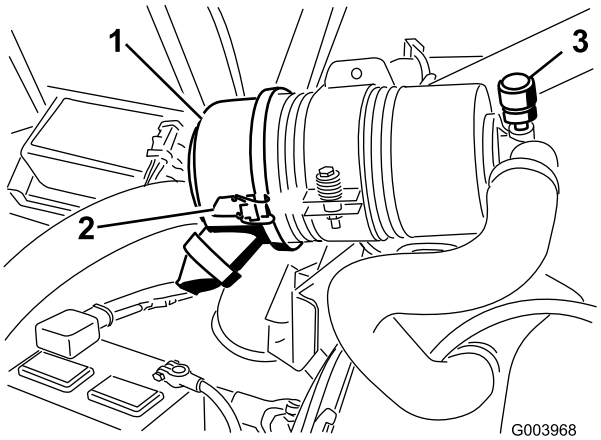

Figur 52
Overhal filteret på luftrenseren kun når indikatoren (Figur 52) tilsier det. Hvis du skifter filteret før det er nødvendig, øker det bare risikoen for at det kommer inn smuss i motoren når filteret er fjernet.
1. Utløs låsene som fester luftrenserdekslet til luftrenserhuset (Figur 52).